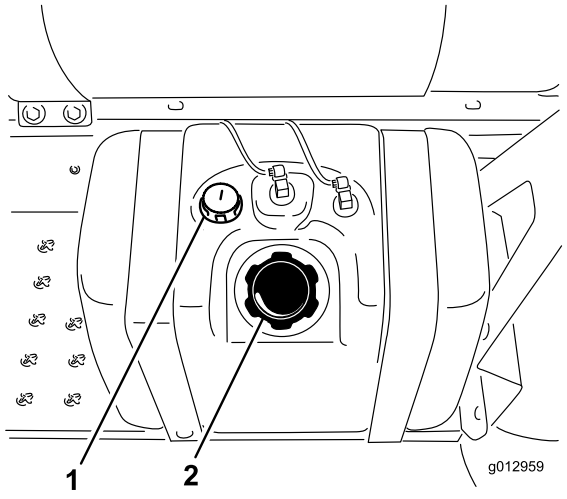

Figur 17
3. Rengør området omkring brændstoftankens dæksel (Figur 17).